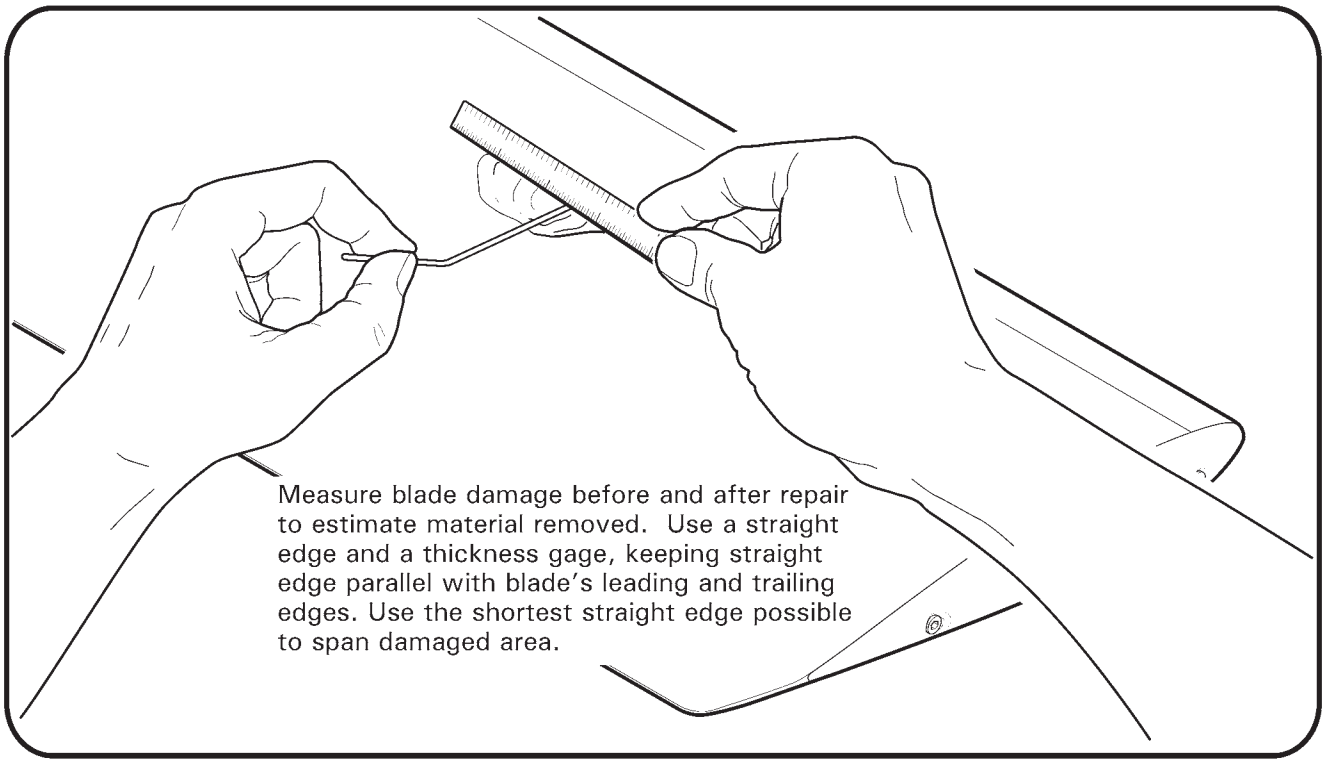

FIGURE 9-5A MEASURING MAIN ROTOR BLADE DAMAGE
1. Refer to Figure 9-5A. Measure blade damage using a straight edge and a thickness gage. Keep straight edge parallel with the leading and trailing edges.